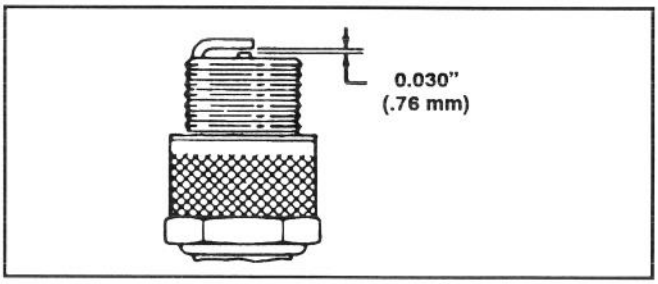

Abbildung 16
3. Den Luftspalt auf 0,76 mm einstellen (Abb. 16). Die auf den korrekten Abstand eingestellte Zündkerze mit einer Dichtungsscheibe versehen und auf 19 N·m anziehen.